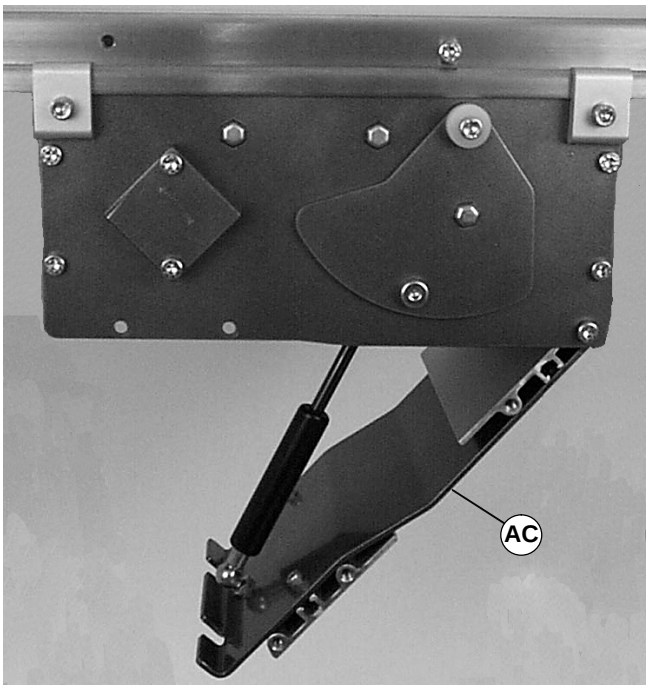

Abbildung 35
11. Den Spannboden schließen (AC siehe Abbildung 35).